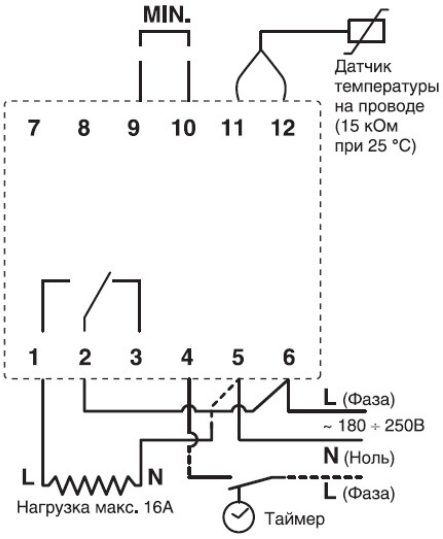

Рис.2. *Схема подключения **devireg™ 316.***
2. Подключение терморегулятора производится согласно монтажной электрической схеме (рис. 2).